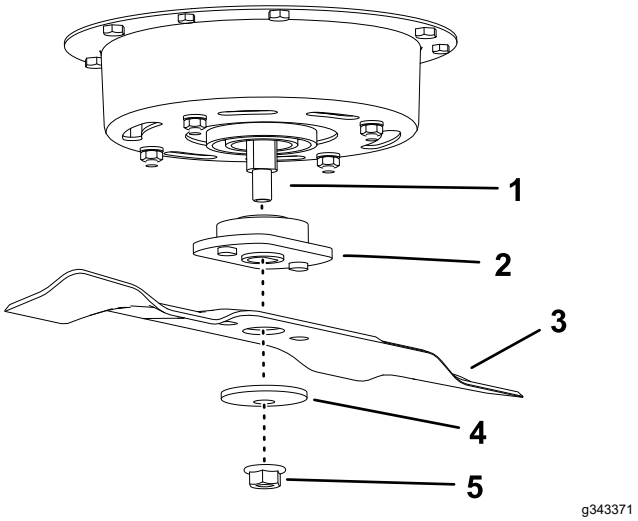

**Figur 36**
1. Monter kniven og adapteren på spindelakselen (Figur 36).